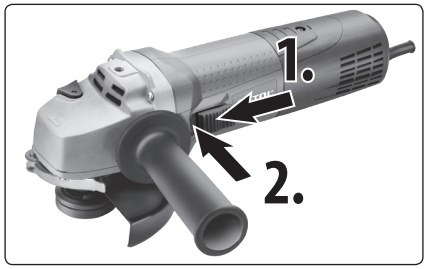

Fig. 14, starting (step 1); locking the trigger switch in the "on" position (step 2)
- The majority of the smaller angle grinder models has the trigger switch on the side of the body or on the top part of the body, and to start the angle grinder it is necessary to slide the trigger switch forward with the thumb, see fig. 14, step 1. To turn off the grinder, simply release the trigger switch.
- On these angle grinder models, it is usually possible to lock the trigger switch in the „on" position in order to enable longer term operation of the angle grinder by pressing down the front part of the trigger switch towards the body of the angle grinder as shown in fig. 14, step 2. To unlock the trigger switch from the „on" position, it is necessary to press the bottom part and then to release it, which will turn off the angle grinder. Prior to starting the angle grinder, test the locking and unlocking function with the el. power supply turned off in order to be able to immediately turn off the angle grinder in the event of a dangerous situation arising.